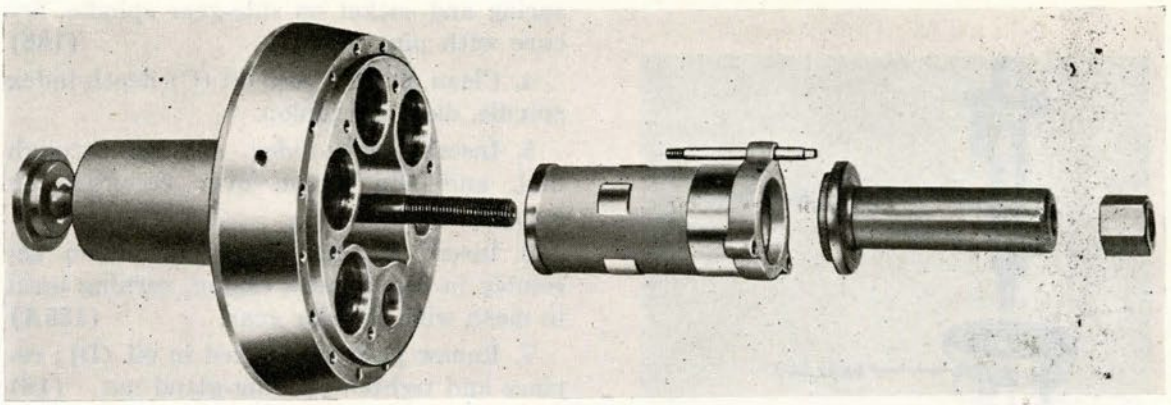

Figure 162
2. Apply light coat of grease (E) to bearing.
4. Install bearing in bulkhead, using assembly tool (SG 2849) (Fig. 162). **(191, 227-227A)**